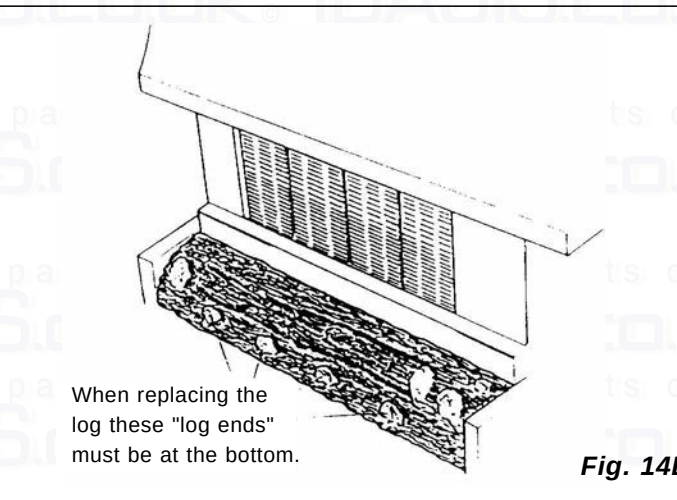

Fig. 14B
6.5 FIT ARTIFICIAL LOG (DeLuxe) Fig. 14B